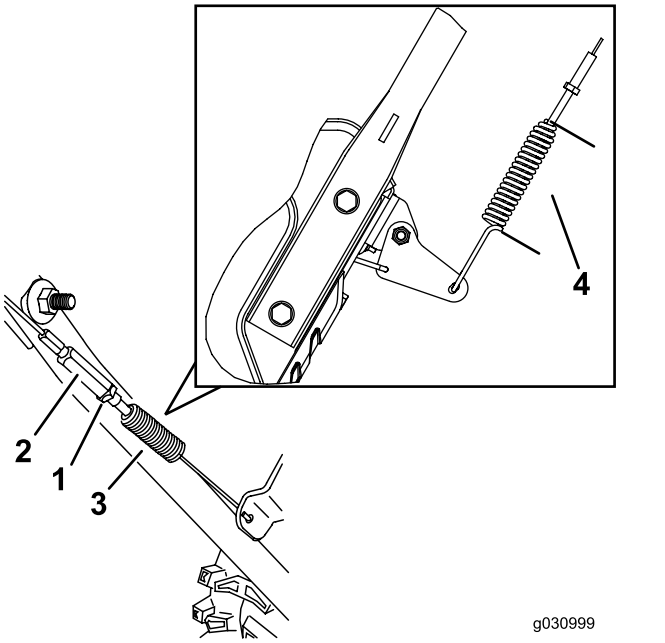

**Figura27**
3. Strângei sau slăbii întinzătorul cu filet pentru a regla lungimea arcului la 5,5 cm, după cum este ilustrat în Figura27.
4. Strângei contrapiulia (Figura27), asigurându-vă că în cablu este o tensiune redusă.